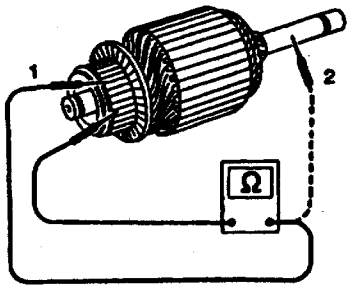

图 15－3－7　电枢
(5) 如图 15－3－9 所示，检查换向器表面到绝缘槽的深度。若小于 0.2mm，则用厚度适宜的锉刀将其修磨至 0.5～0.8mm。